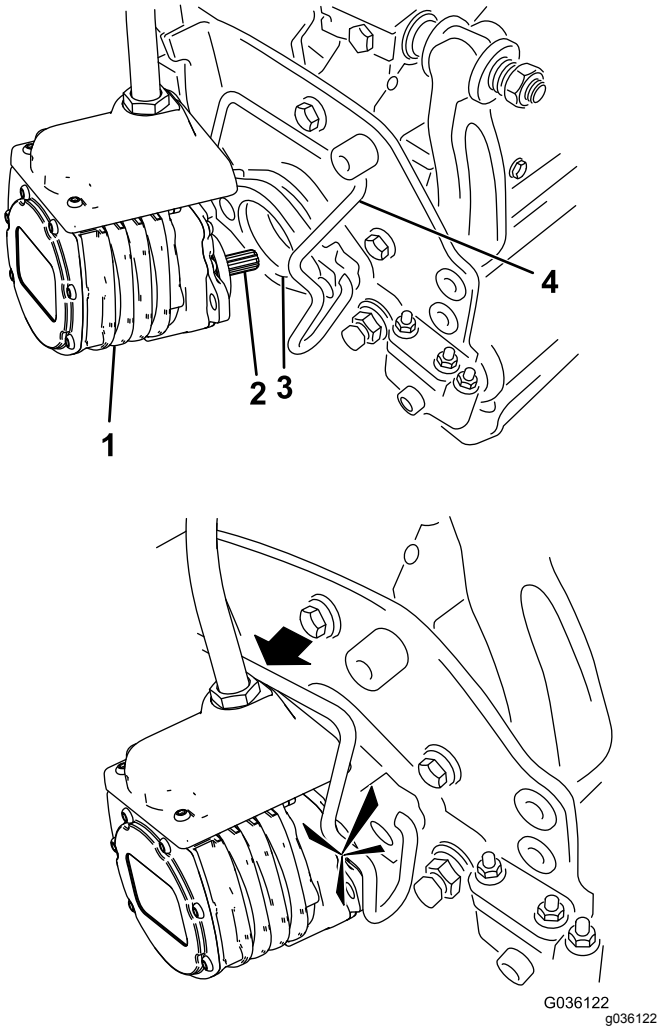

Figur 50
6. Stryk på rent fett på klippenhetsmotorns räfflade axel (Figur 50).
7. För in motorn på vänster sida av klippenheten (sett från förarsätet) och dra motorfäststaget på klippenheten mot motorn tills du hör ett klickljud från båda sidorna av motorn (Figur 50).